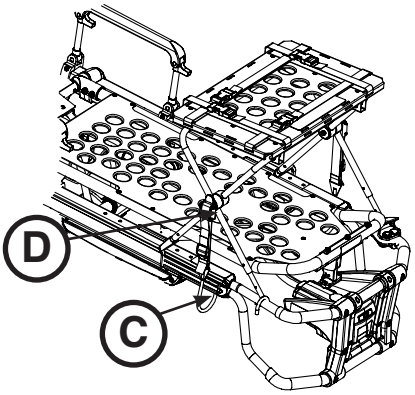

Figure 57
5. Place the latch hook (C) under the cot litter frame or foot end fastener and push the tab (D) up until it locks into place with an audible click as shown in Figure 57. Repeat on the other side of the defibrillator platform.